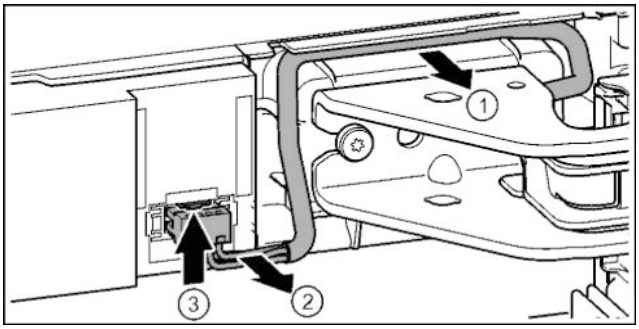

Fig. 22
▶ Осторожно освободить кабель над опорным кронштейном из направляющей. *Fig. 22 (1)*
- ▶ Аккуратно вытянуть жилы кабеля из канала. *Fig. 22 (2)*
- ▶ Прижать соединительную накладку вверх и осторожно вынуть штекер. *Fig. 22 (3)*